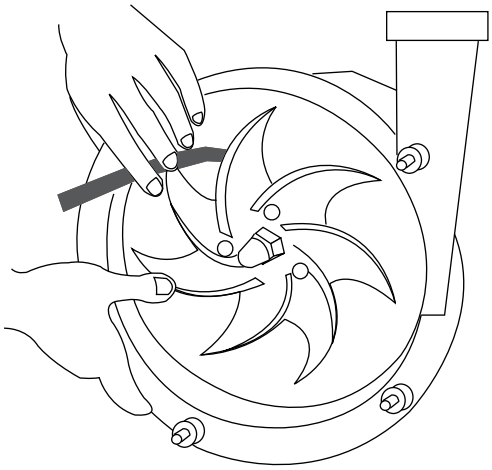

Fig. 30 Spaltemål løpehjul-hus
1. Mål spaltemålet løpehjul/hus med følerbladlære (*Fig. 30 „Spaltemål løpehjul-hus", Seite 19*).